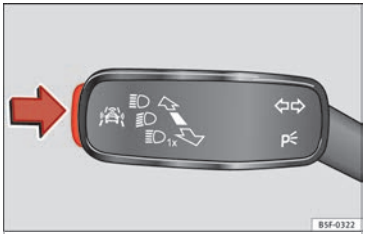

Fig. 45 En la palanca de intermitentes y de luz de carretera: tecla para los sistemas de asistencia al conductor.
- Pulse brevemente la tecla ››› **fig. 45** en la dirección de la flecha para abrir el menú **Asistentes**.